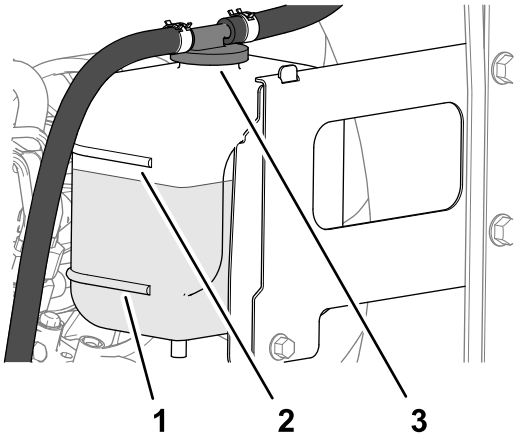

Figuur 109
3. Controleer het koelvloeistofpeil in de expansietank (Figuur 109).